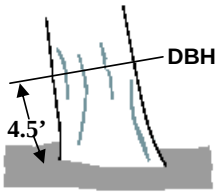

Figure 29. Leaning tree.
5. Leaning tree: Measure diameter at 4.5 feet from the ground along the bole. The 4.5-foot distance is measured along the underside face of the bole (Figure 29).